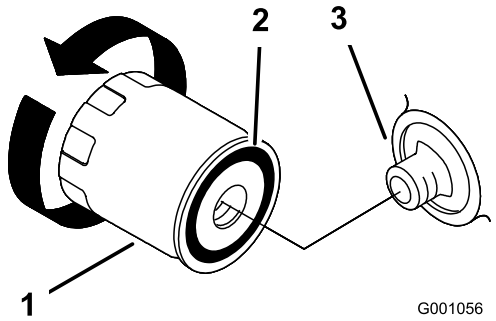

Figur 23
2. Fjern det brukte filteret, og tørk av filteradapterens pakningsflate (Figur 23).
3. Påfør et tynt lag med ny olje på gummipakningen på det nye filteret (Figur 23).
4. Sett det nye oljefilteret i filteradapteren, drei oljefilteret med klokken til gummipakningen kommer i kontakt med filteradapteren, drei stram så til filteret ytterligere 2/3 til 1 omdreining (Figur 23).